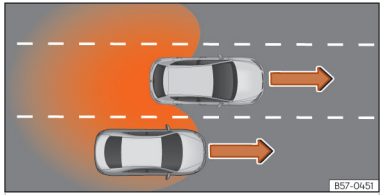

**Fig. 148** Overtaking in the central lane and then joining the right lane.
- When overtaking another vehicle ››› Fig. 148 with a speed difference of approx. 10 km/h (6 mph). If the vehicle is passing at a considerably higher speed, no indication will be displayed.